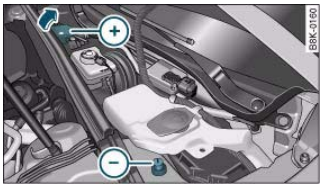

Fig. 229 Engine compartment: Terminals for jump leads and battery charger
– Open the red cap on the positive terminal ⇒ fig. 229.